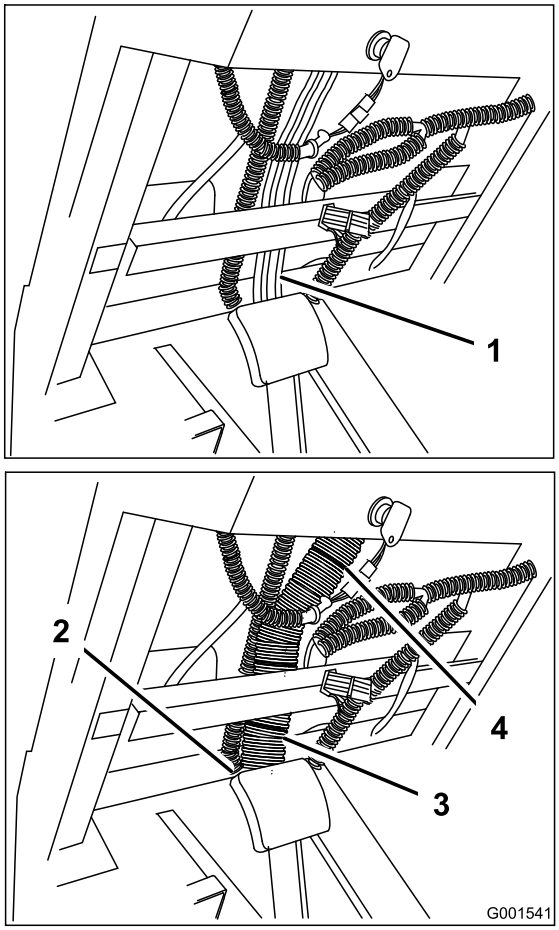

Figur 12
1. Leta rätt på hydraulslangarna under instrumentbrädan (Figur 12).
2. Ta bort alla befintliga kabelband som fäster hydraulslangarna (Figur 12).
4. Placera skyddet så att det fortsätter ned genom åtkomsthålet för kabeln i golvplattan och upp till manöverenheten (Figur 12).
5. Fäst skyddet med de nya kabelbanden som medföljer satsen (Figur 12).